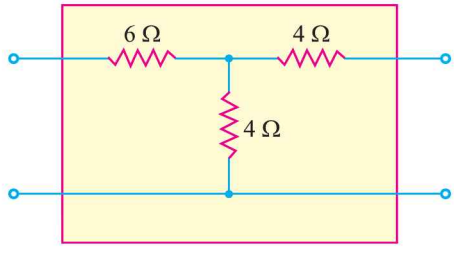

Fig. 24.16
1. Determine the *h*-parameter values for the circuit shown in Fig. 24.16.